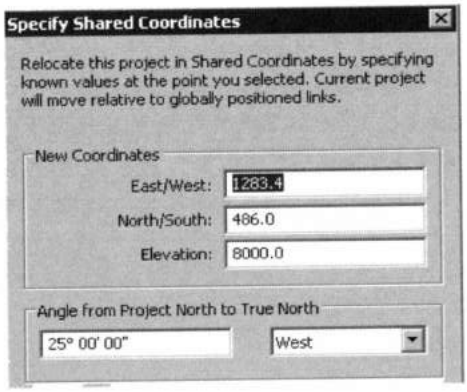

Рис. 31.9. *Перемещение и поворот модели основы числовым способом*
Начала каждой локальной системы координат и их ориентацию можно задать, выбрав на ленте **Manage** (Управление) в разделе **Project Location** (Местоположение проекта) команду **Coordinates > Specify Shared Coordinates** (Координаты > Указать общие координаты) и указать щелчком точку, координаты которой необходимо ввести. Откроется одноименный бокс (рис. 31.9). В нем указываются координаты геодезической абсциссы (**North/South**), геодезической ординаты (**East/West**) и высотной отметки (**Elevation**). Ориентация системы координат задается углом между условным и истинным севером (**Angle from Project North to True North**).
4. На ленте **Manage** в разделе **Project Location** выбрать команду **Coordinates > Specify Coordinates at Point** (Координаты > Указать координаты точки) и указать щелчком точку, в которой необходимо задать координаты. Откроется бокс **Specify Shared Coordinates** (Указать общие координаты) (см. рис. 31.9), в котором задать координаты и нажать OK.
На рис. 31.13 показан пример создания двух именованных позиций в основной модели. Для установки основной модели в одной из именованных позиций организовать эту позицию в боксе **Manage Location and Place** и сделать ее текущей кнопкой **Make current** (Сделать текущей). Далее открыть бокс **Point Specify Shared Coordinates** (см. рис. 31.9) и ввести в полях *East/West* и *North/South* значения, соответствующие координатам *X* и *Y* в рассматриваемой именованной позиции. Результат не зависит от выбора общей системы координат из основной или связанной модели.